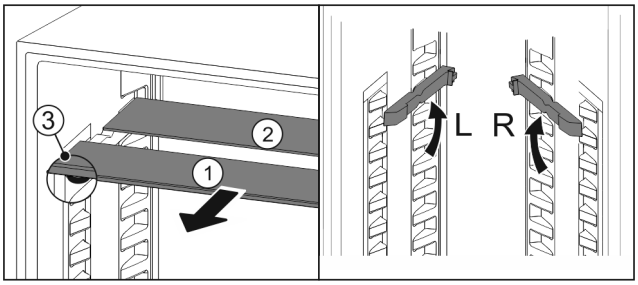

Fig. 188
▶ Sortir les tablettes par l'avant *Fig. 188 (1)*.
▷ La tablette en verre *Fig. 188 (1)* avec bordure décorative est située à l'avant.
▷ Les butées *Fig. 188 (3)* sont orientées vers le bas.